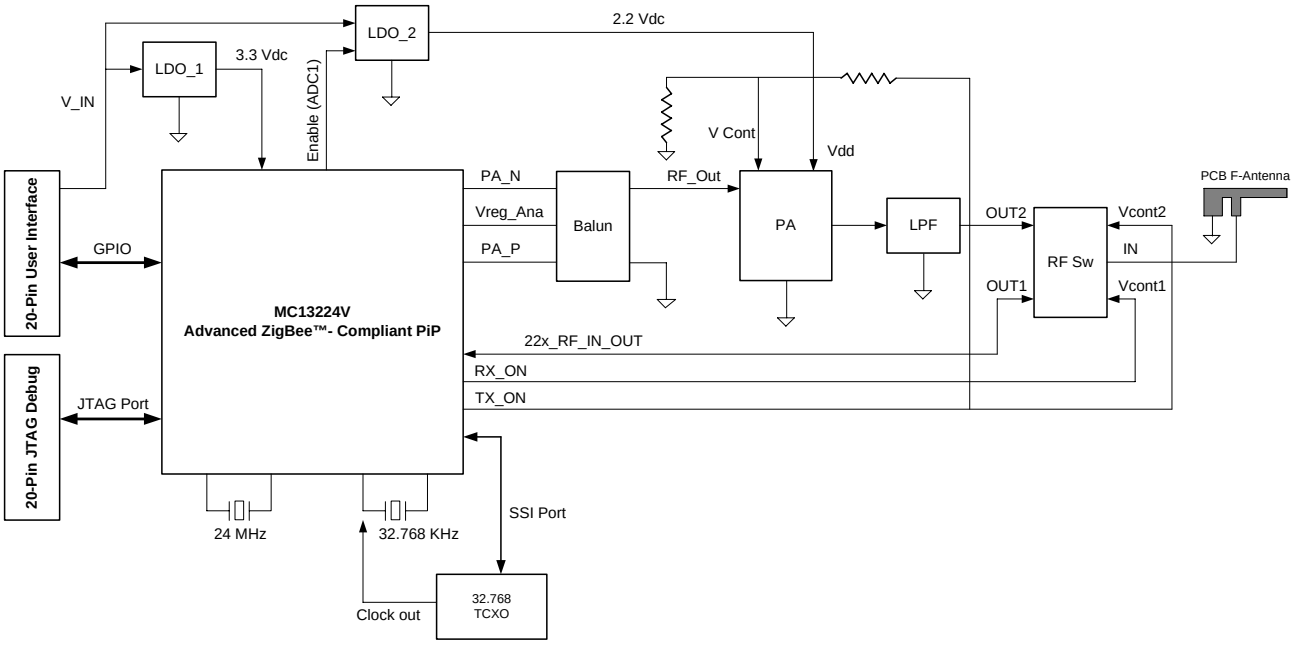

Figure 3-1. 1322x Extended Range Board Block Diagram
- The operating voltage VBatt is 3.3 Vdc supplied from the primary LDO regulatory (LDO_1 in Figure 3-1)
- The primary clock source is provided by the 24 MHz crystal reference oscillator (24 MHz crystal shown in Figure 3-1)
The primary power supply input V_IN is supplied via the user interface port. V_IN supplies two LDO series regulators in parallel, i.e., LDO_1 and LDO_2 (in Figure 3-1).
The MC1322x provides four control signals that can be dedicated to external RF elements, i.e., ANT_1, ANT_2, RX_ON, and TX_ON (refer to *MC1322x Advanced ZigBee™- Compliant SoC Platform for the 2.4 GHz IEEE® 802.15.4 Standard Reference Manual*, document number MC1322xRM, for detailed information). For the 1322x-ERB, two of these are used, i.e., RX_ON, and TX_ON, and a separate GPIO designated as ADC1 is used to enable the 2.2 Vdc regulator (LDO_2 in Figure 3-1).